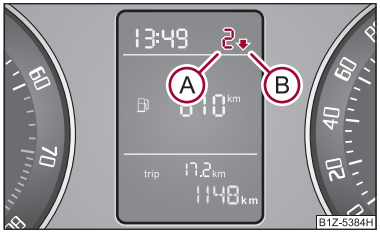

Fig. 17 Rapport recommandé
Une information concernant le rapport sélectionné (A) ⇒ fig. 17 s'affiche sur le visuel du combiné d'instruments.